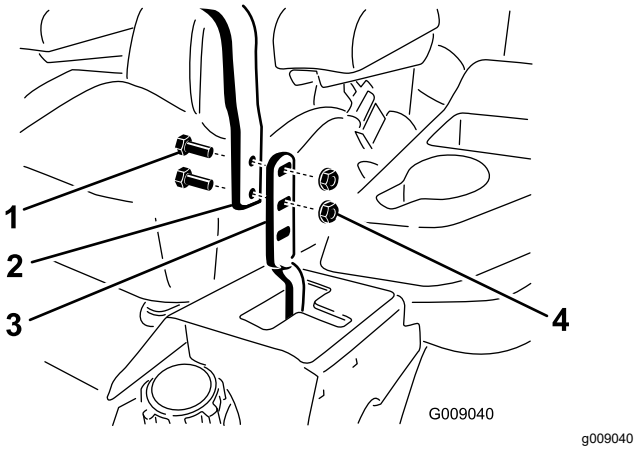

Figur 94
3. Lossa skruvarna och flänsmuttrarna som är monterade i reglagen (Figur 94).